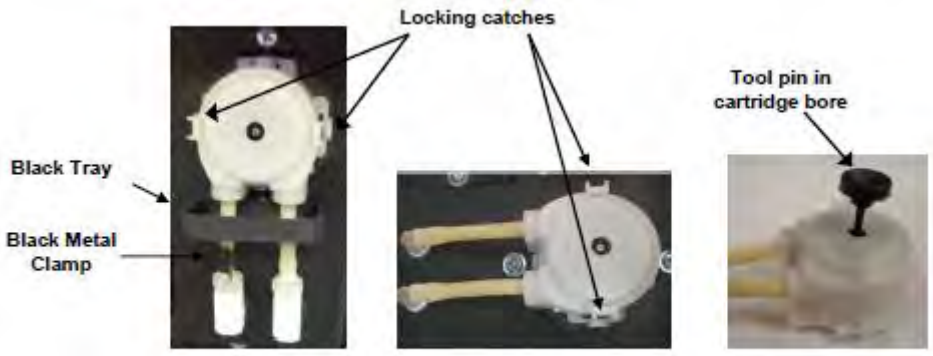

Figure 7-4a Figure 7-4b Figure 7-4c
Ambos os braços usam a mesma parte do cartucho da bomba peristáltica, no entanto, são necessárias modificações para a bomba peristáltica da vertente de química geral (localizado atrás da porta deslizante da estação de leitura) (Fig. 7-4a).
3) Abra o grampo de Metal preto localizado a esquerda 'perna' da bomba tubo (Fig. 7-4a).
4) Esprema as capturas de bloqueio (Fig. 7-4a) em cada lado do cartucho e puxe-a em sua direção.
12) Re-instale o grampo de Metal preto e posicione a bandeja preta como na foto (Fig. 7-4a).